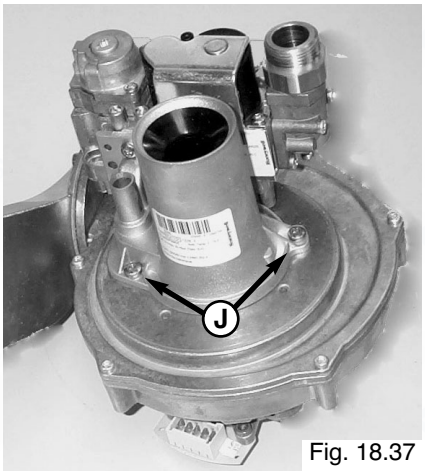

Fig. 18.37
3. Unscrew the two screws from the venturi "**J**" and remove with the gas valve (Fig. 18.37);